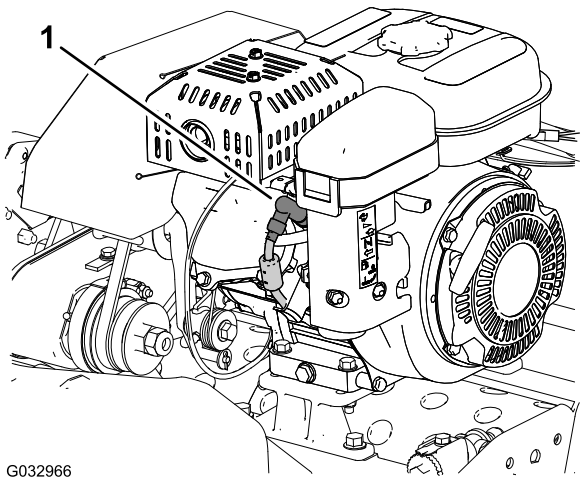

Figura 1
5. Desconecte el cable de la bujía del terminal de la bujía (Figura 1).